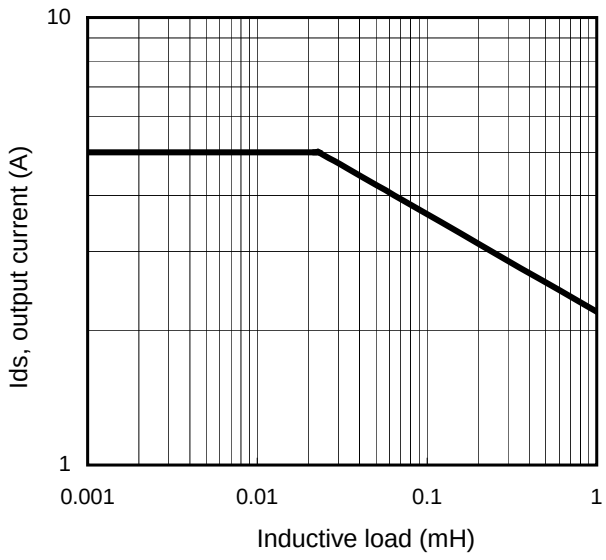

**Figure 11 – Max. ouput current (A) Vs Inductive load (mH)**
(1) Higher inductance is possible if maximum load current is limited - see figure 11